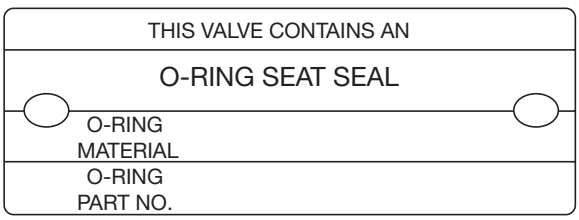

图 38: 阀门 O 型圈标签
6. 如果阀含有一个 O 型圈座密封，应更换 O 型圈。请参考它的标签板（见图 38），确定 O 型圈材料和“完工”部件号。